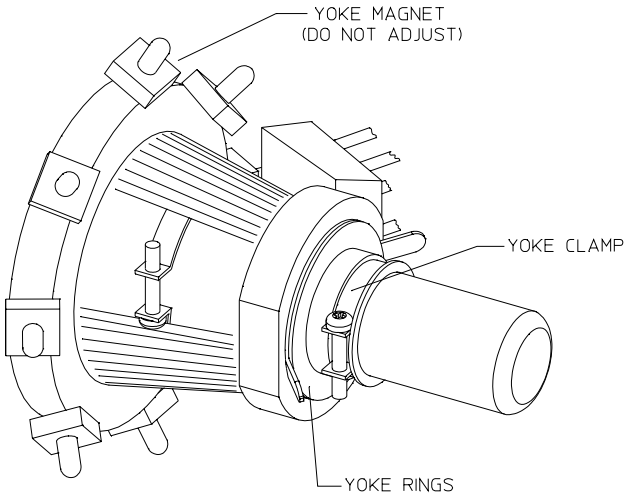

FIGURE 4-14. Z-Axis CRT Yoke Assembly
Adjustment of the yoke rings (Figure 4-14) should seldom, if ever, be necessary. Adjustment should be done only if needed to obtain small additional horizontal or vertical display movement after all other CRT adjustments have been made. Yoke ring adjustment does not affect size of the display image.
1) Slightly loosen the clamp screw that secures the yoke to the neck of the CRT (Figure 4-14).
Each of these magnets (Figure 4-14) has a subtle effect on size and shape of the display image. Adjustment of the magnets is a process of trial and error, and becomes a difficult, time-consuming task. If the display is distorted, consider all other possible causes before attempting to adjust the yoke magnets.